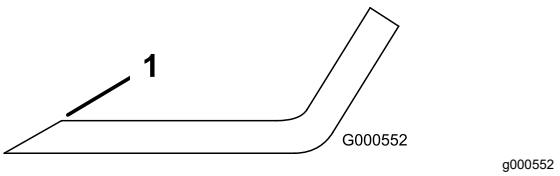

Figure 77
1. Au moyen d'une lime, aiguisez les tranchants aux deux extrémités de la lame (Figure 77).
Remarque: Si la lame est déséquilibrée, limez un peu l'extrémité de l'ailette seulement (Figure 77).